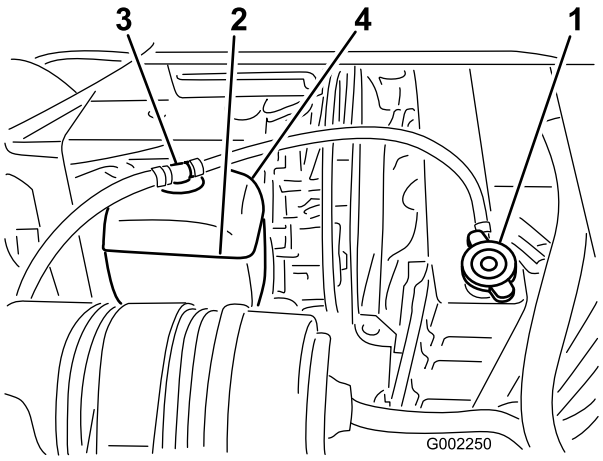

Figur 52
2. Når motoren er kjølig kan du ta av radiatorlokket (Figur 52).